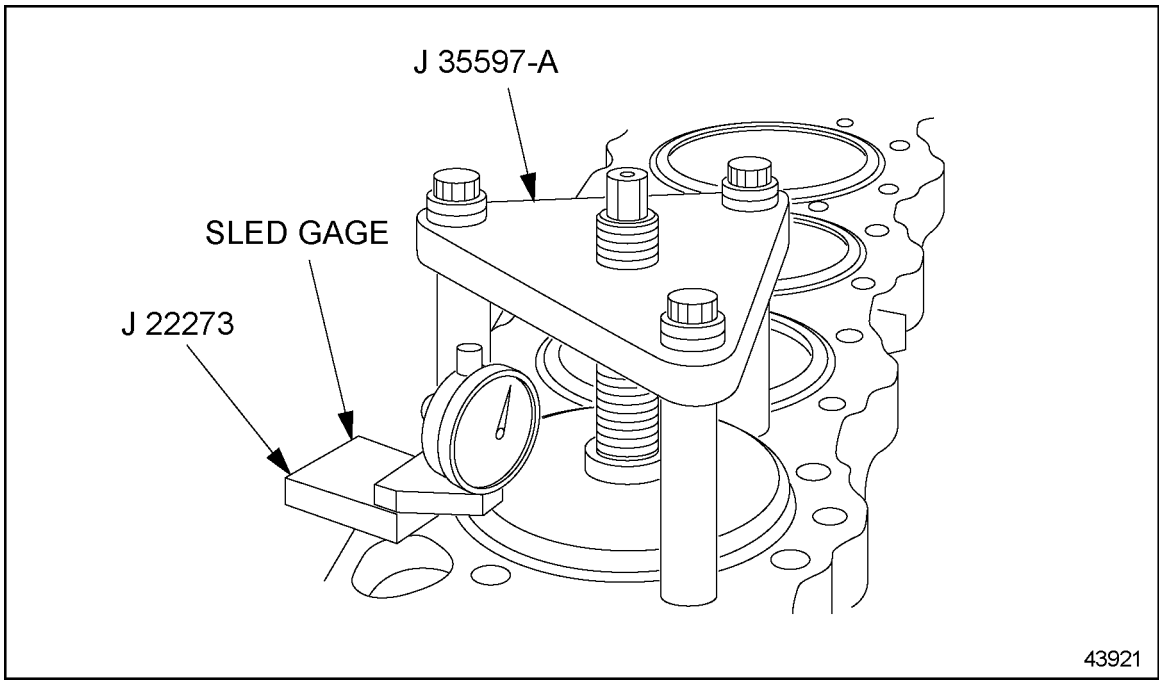

Figure 1-311 Cylinder Liner Protrusion
27. Install a dial indicator sled gage. See Figure 1-311.
28. Measure the distance from the top of the liner flange to the top of the block. See Figure 1-311.